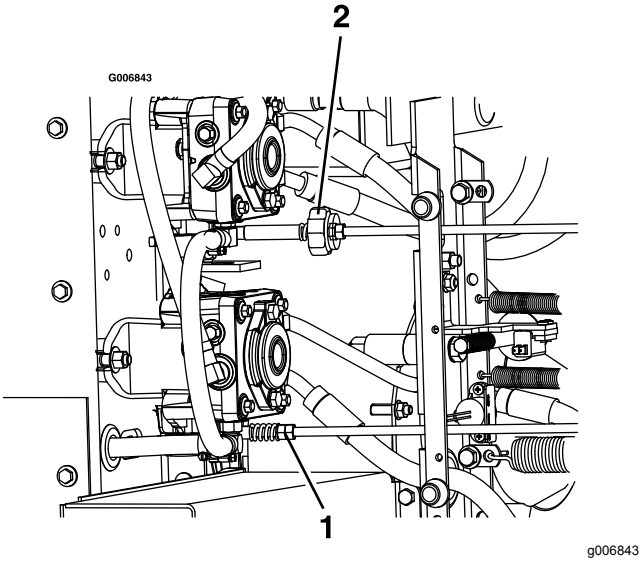

Figur 65
9. Om du vill ställa in NEUTRALLÄGET justerar du pumpstyrstångens vänstra och högra länkage som ansluter styrreglaget till pumpens reglagearmar tills hjulen stannar eller kryper något bakåt (Figur 65).
11. Justera höger pumplänkage genom att vrida på enhetens dubbla muttrar med en nyckel (Figur 65).